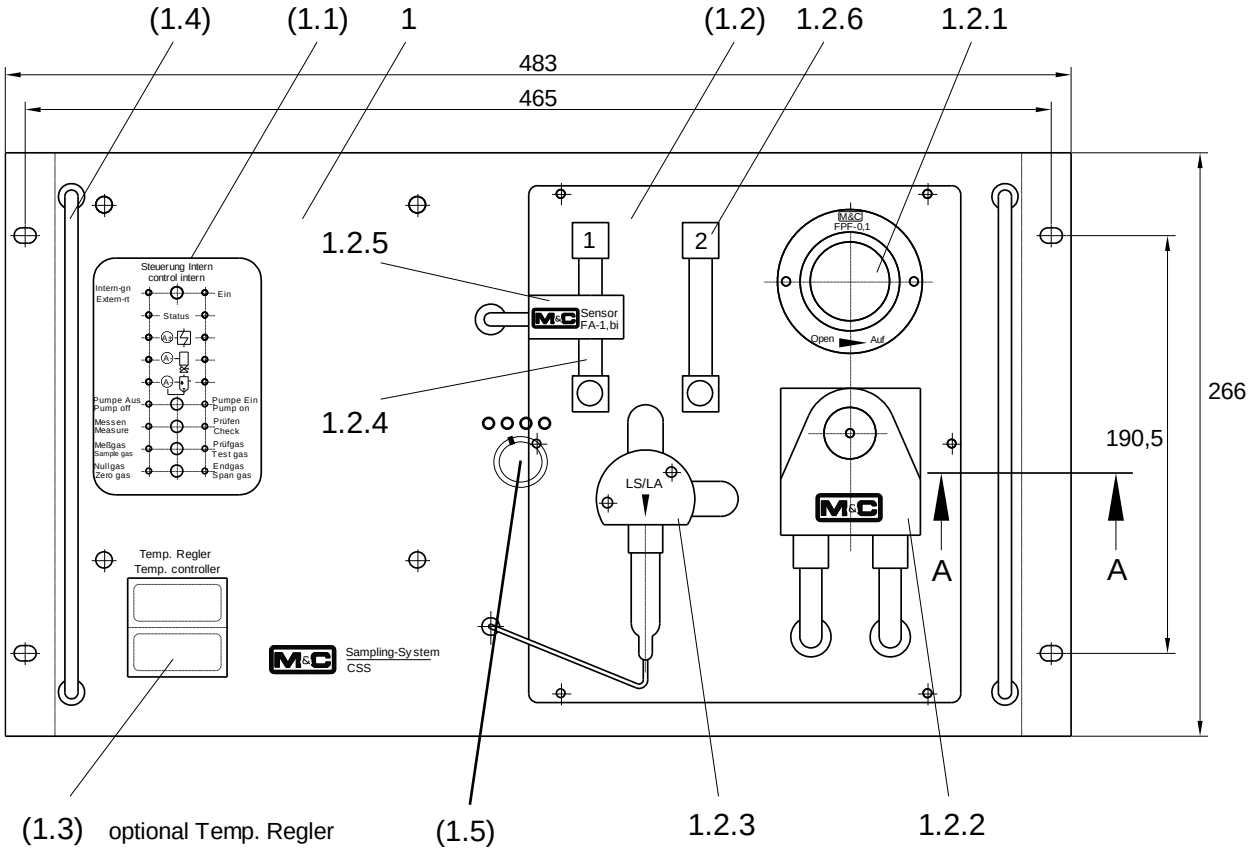
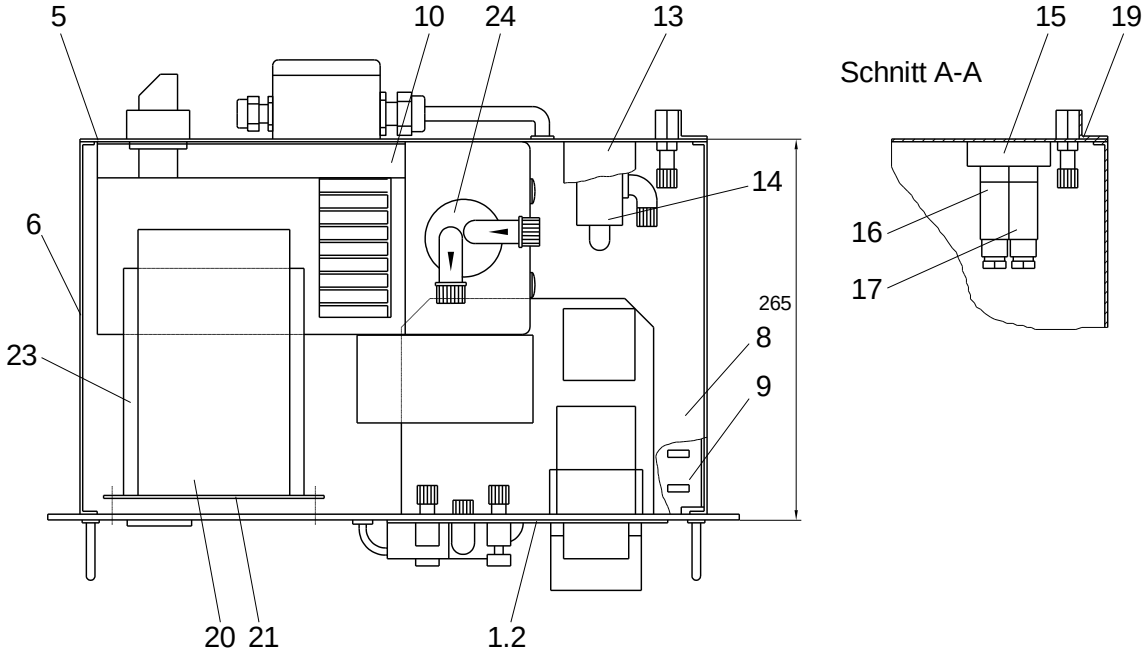

**Abbildung 1 Frontansicht CSS**
**Abbildung 4 Draufsicht CSS**
Auf dem Teilfrontplatten-Einschub (1.2) sind alle zu wartenden Teile montiert (s. Abb. 1+3). Dies sind:
Schnitt A-A in Abbildung 4 zeigt die 2-Wege-Flansch-Magnetventile (16) und (17), für die Schaltung des Null- bzw. Endgas-Weges. Diese sind, unterhalb des Ventils (14), mit dem Ventilblock (15) an die Rückwand des 19"-Gehäuses geschraubt. Eine Erweiterung um drei Endgasventile ist optional möglich (s. Seite 8). Die Endgasventile werden mit dem Drehschalter 1.5 (Abb.1) vorgewählt.
Die CSS-Einheit ist mit einer Feinsicherung (F1=2 A, s. Stromlaufplan im Anhang) abgesichert. Diese wird in die Tableauplatine (s. Abb. 4) eingesteckt.